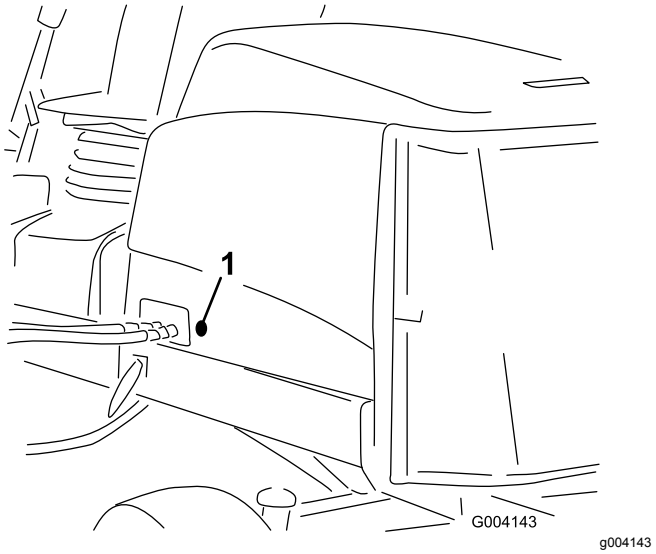

Рисунок 16
2. Извлеките резиновую втулку из отверстия с левой стороны капота (Рисунок 16).